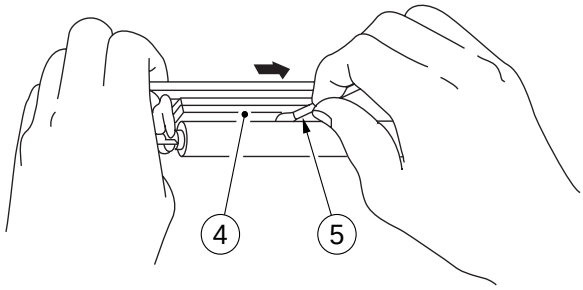

Figure 4-505
2) As in Figure 4-505, place the primary charging assembly, and clean the cleaning pad ③ with a cotton swab ④ or folded lint-free paper.